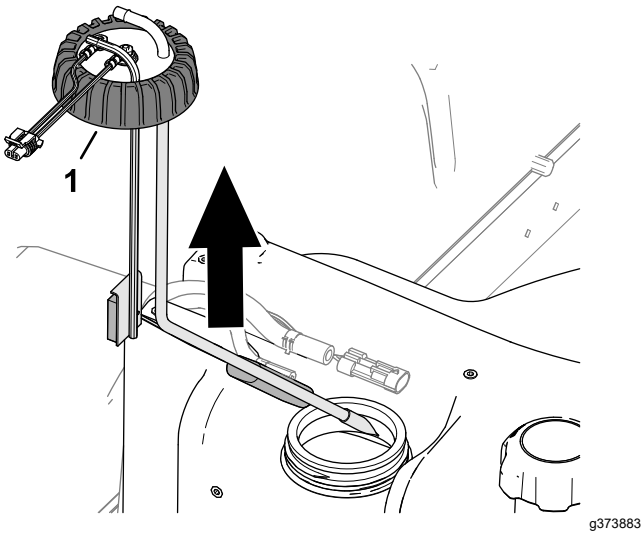

Figur 90
5. Lossa på locket till bränslesändaren (Figur 90).